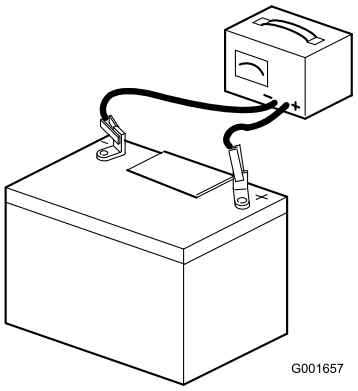

**Figuur 5**
7. Sluit een acculader van 3 tot 4 A aan op de accupolen (Figuur 5). Laad de accu op gedurende 4 tot 8 uur bij 3-4 A.